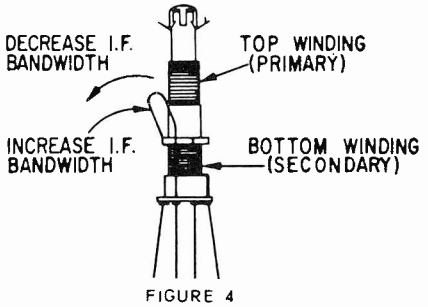

FIGURE 4
1. To narrow the I.F. response curve, pull the loop away from the primary of T212 (top). Repeat Steps 2 through 5 of the Video I.F. Alignment. See Figure 4.
2. To broaden the I.F. response curve, press the loop toward the primary of T212 (top). Repeat Steps 2 through 5 of the Video I.F. Alignment. See Figure 4.